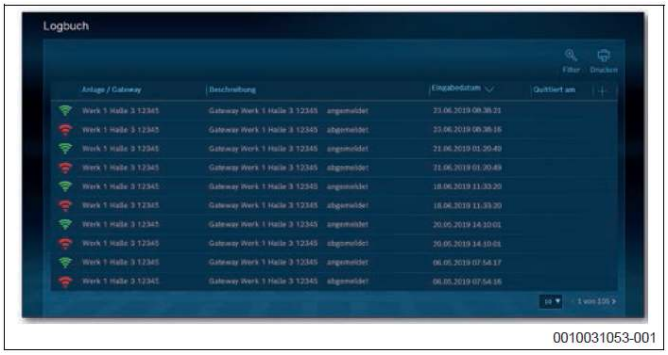
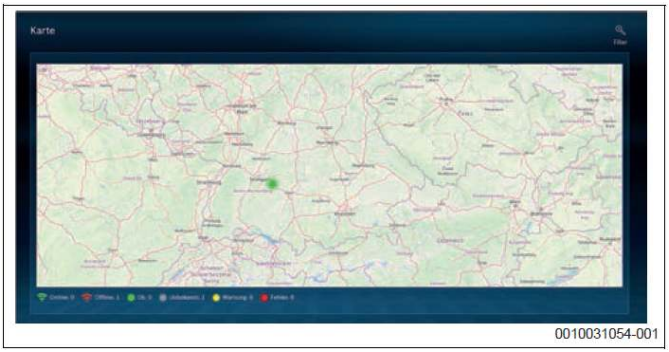

Рис. 96 Control Center Commercial PLUS: перелік опалювальних установок у вигляді таблиці
Рис. 97 Control Center Commercial PLUS: огляд опалювальних установок на карті місцевості
- Огляд опалювальних установок з індикацією статусу: перелік опалювальних установок у вигляді таблиці або на карті місцевості з індикацією статусу для функції та з'єднання (→ Рис. 96 та Рис. 97).